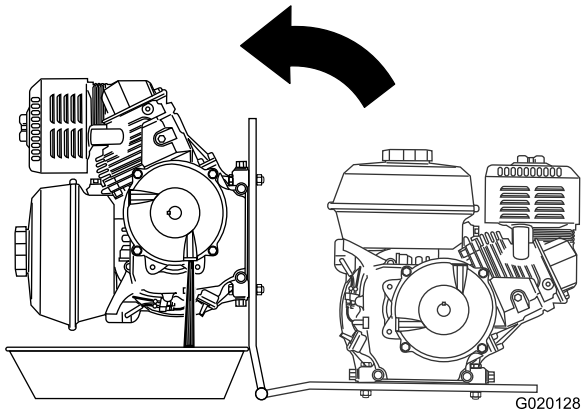

Figure 65
5. Placez un bac de vidange sous la charnière du plancher moteur (Figure 65).
6. Faites pivoter le moteur sur le côté charnière du plancher moteur et vidangez l'huile du carter réducteur (Figure 65).